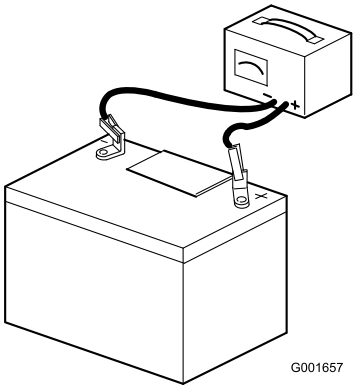

Figuur 33
2. Sluit een acculader van 3 tot 4 A aan op de accupolen (Figuur 33). Laad de accu op gedurende 4 tot 8 uur bij 3-4 A.